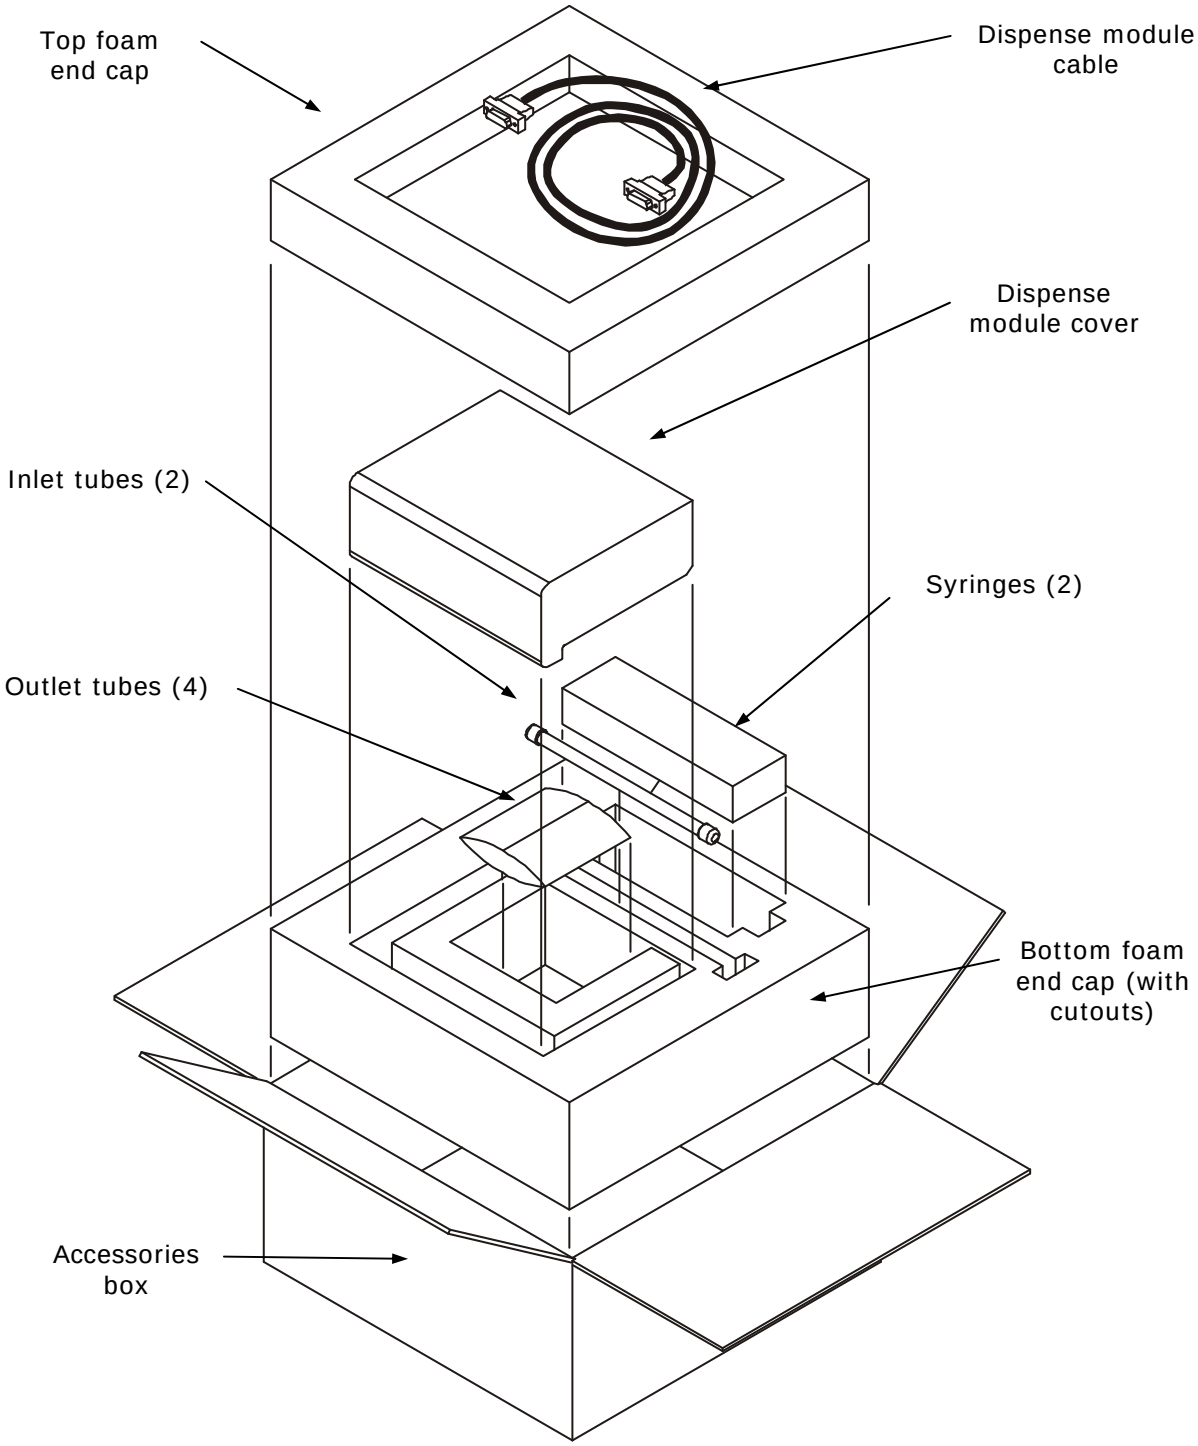

Figure 9: Unpacking the dispense module's accessories
3. Open the accessories box. Remove and identify its contents (see ***Figure 9*** on the next page):